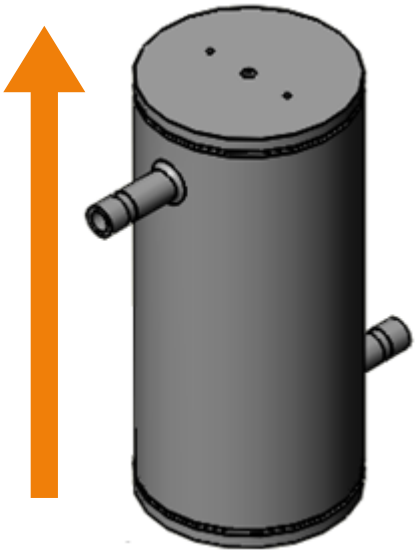

*Fig. 1 Schematic diagram*
1. It is recommended to fix the module vertically on a support. Connect to the water network through the quick-connect connector provided along with the module. Pay attention to the inlet and outlet port locations as shown in Figure 1.